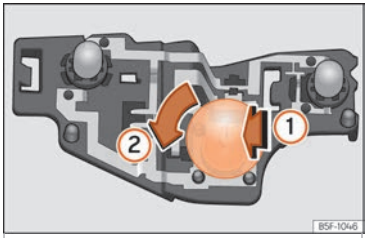

Fig. 118 Position of the bulbs in the bulb holder
– Lightly press the defective bulb into the bulb holder ①, then turn it to the left ② and remove it ››› Fig. 118.